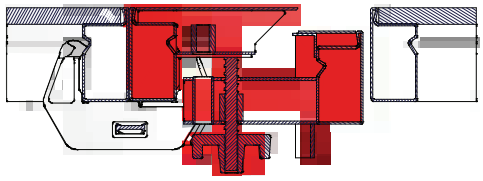

Abb. 34.4 Schritt 2
2. Integrierte Flanschschrauben aus dem Einschalgewinde herausdrehen und ins Ausschalgewinde eindrehen bis sich Teil 2 vom Beton gelöst hat (Abb. 34.4).